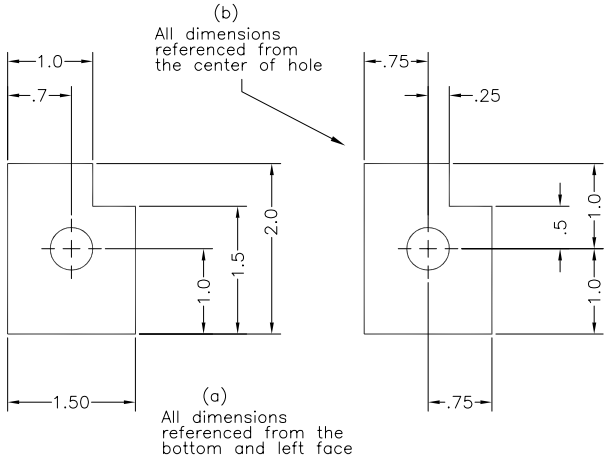

Figure 35-38 *When dimensioning, consider the machining processes involved*
12. The dimensions must be given depending on how the part will be machined, and also on the relationship that exists between the different features of the part (Figure 35-38).